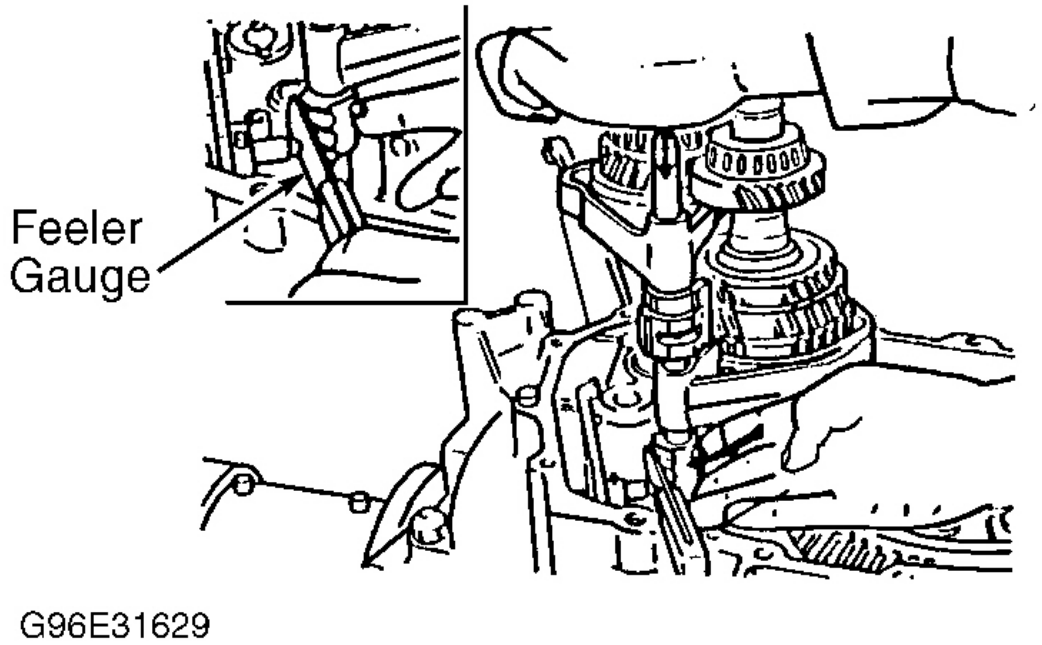

Fig. 18: Installing Shift Shaft Assembly
2. Insert spring seat and spring into reverse lever shaft. Install steel ball and place scraper so that ball contacts steel ball. See **Fig. 18** . With edge of control end against scraper, rod will line up with shift rod coupling hole in clutch housing.